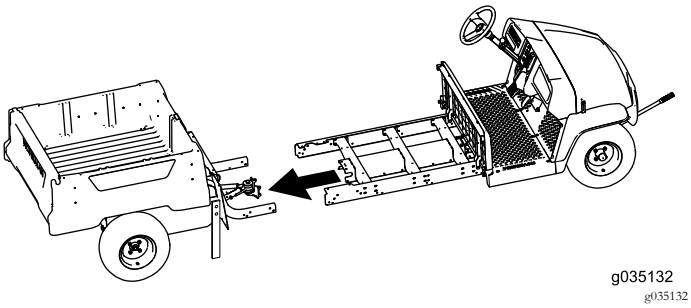

Figur 75
7. Få noen til å hjelpe deg føre de fremre og bakre delene til maskinen sammen (Figur 75).